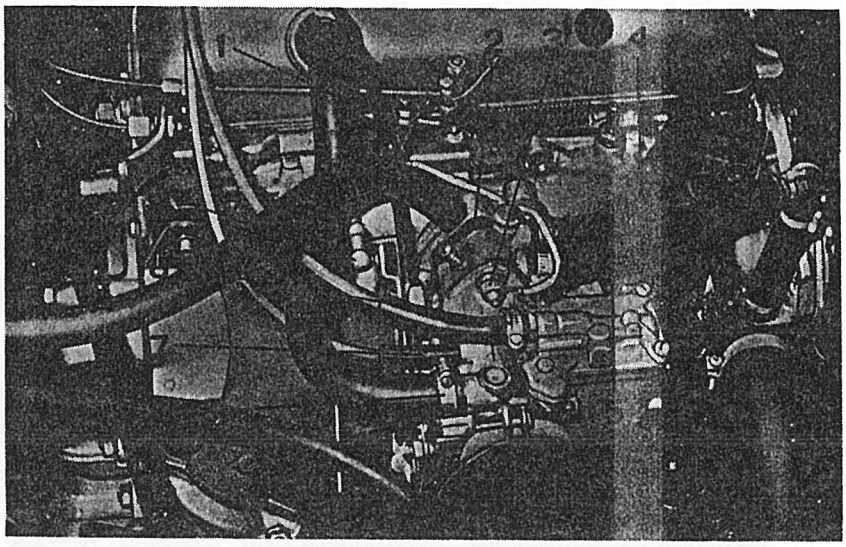

Afb. 2.6.1. Carburator
a. Verwijderen (afb. 2.6.1.)
(1) Open de motorkap.
(2) Verwijder het reservewiel.
(3) Tap het koelsysteem af (zie pt. 2.8.6.).
(4) Neem de verbindingsslang tussen de carburator en het luchtfilter af van de carburator.
(11) Neem de carterventilatieslang (6) af van de carburator.
(12) Draai de twee moeren (3) los en verwijder de borgringen en sluitringen.
(13) Verwijder de carburator kompleet met voetstuk van de motor.
b. Aanbrengen (afb. 2.6.1.)
(1) Plaats aan weerszijde van de hitte-isolatieflens (2) een nieuwe pakking.
(2) Plaats de carburator kompleet met voetstuk over de tapeinden en zet vast met de sluitringen, borgringen en moeren (3).